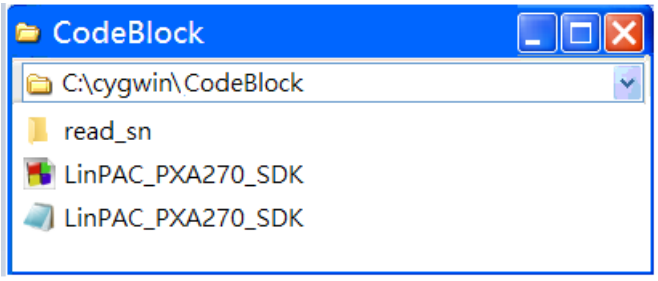

Fig. 2-13
- ❑ Open the **C:\cygwin\CodeBlock** folder, and double click the "**LinPAC_PXA270_SDK**" as below (refer to Fig. 2-13):